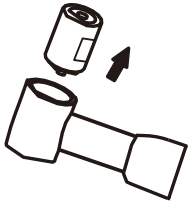

Afb. 14.4
③ Verwijder de cartridge direct. [Afb. 14.4]